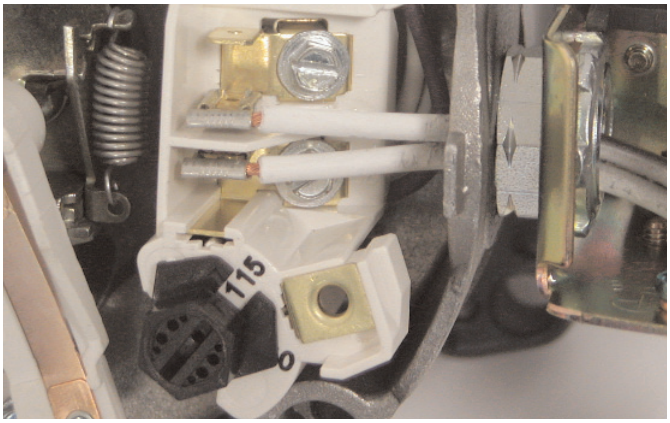

Figure 15 : Tension réglée à 115 volts sur sélecteur à cadran
2. Tourner le cadran dans le sens des aiguilles d'une montre jusqu'à ce que le nombre 115 soit visible dans la fente du cadran (figure 15).